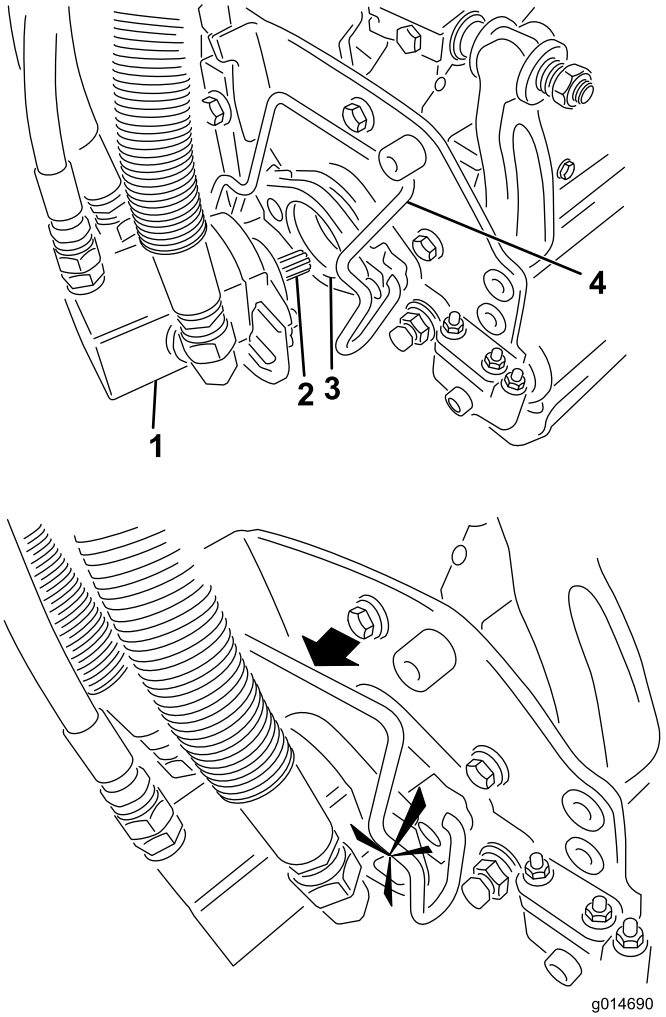

Bild 3
4. Setzen Sie den Motor in die linke Seite des Rasenlüfters (aus Sicht der Bedienerstellung) ein und ziehen Sie die Motorbefestigungsstange am Rasenlüfter zum Motor, bis Sie einen deutlichen Klicken von beiden Seiten des Motors hören (Bild 3).